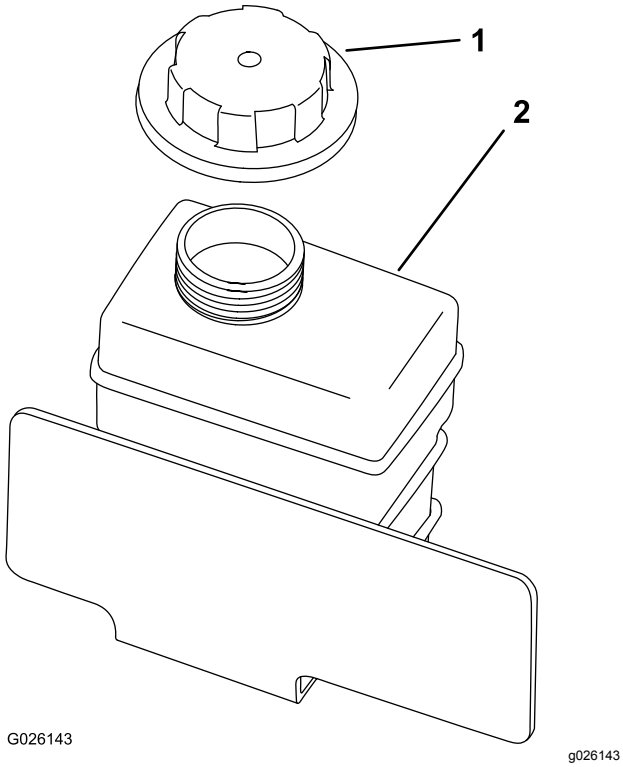

**Rysunek 62**
4. Odkręć korek zbiornika zapasowego (Rysunek 62).